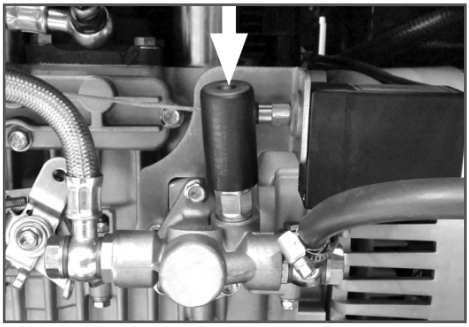

Рис. 11 Ручной топливный насос
4. Нажимая на толкатель ручного топливного насоса (Рис. 11), прокачайте топливную систему до тех пор, пока топливо через обратный топливопровод не начнет поступать в топливный бак.